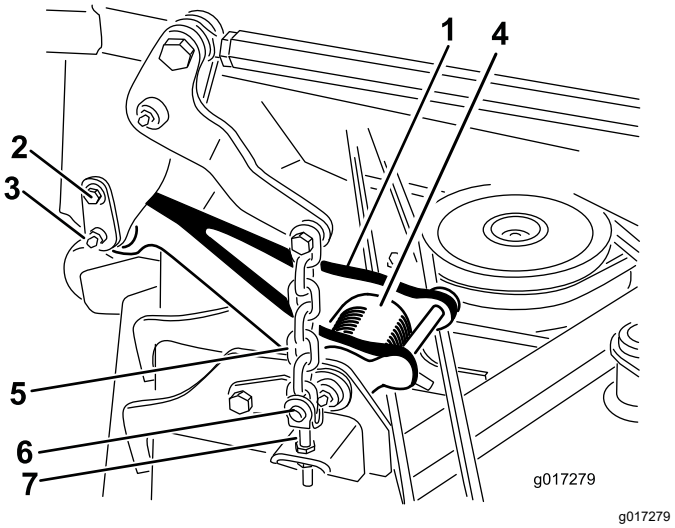

**Rysunek 4**
**Informacja:** Gdy zespół tnący znajduje się w pozycji uniesionej, naprężenie sprężyny skrętnej (Rysunek 4) cięgien jest mniejsze, co ułatwia odłączenie cięgien od maszyny.
2. Odłącz cięgna z każdej strony maszyny (Rysunek 4).
A. Wykręć śrubę pasowaną mocującą sworzeń ustalający do ramy nośnej (Rysunek 4).
B. Ostrożnie wysuń sworzeń ustalający z ramy nośnej i cięgna (Rysunek 4).
6. Wymontuj 4 sworznie pierścieniowe i sworznie z łbem płaskim i otworem na zawleczkę mocujące łańcuchy podnoszące do zaczepów regulacyjnych kosiarki (Rysunek 4).
2. Zamontuj 4 sworznie z łbem płaskim i otworem na zawleczkę i sworznie pierścieniowe, aby przymocować łańcuchy podnoszące zespołu tnącego do zaczepów regulacyjnych kosiarki (Rysunek 4).
5. Wyrównaj cięgno z ramą nośną i przymocuj je za pomocą sworznia ustalającego (Rysunek 4). Przymocuj sworzeń ustalający do ramy za pomocą śruby pasowanej (Rysunek 4).